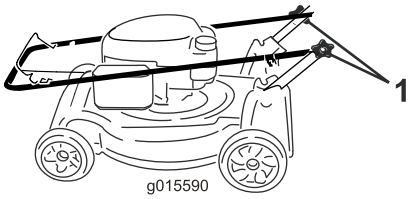

Figur 3
1. Løsn håndtagsknapperne (Figur 3).
3. Stram håndtagsknapperne godt med hånden (Figur 3).